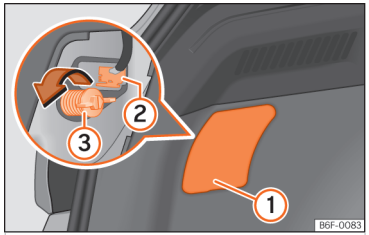

Abb. 170 Gepäckraum: Zugang zur Befestigungsschraube der Heckleuchte.
- Hebeln Sie die Abdeckung an der Aussparung mit dem flachen Teil des Schraubendrehers ab ››› (Abb. 170) 1.